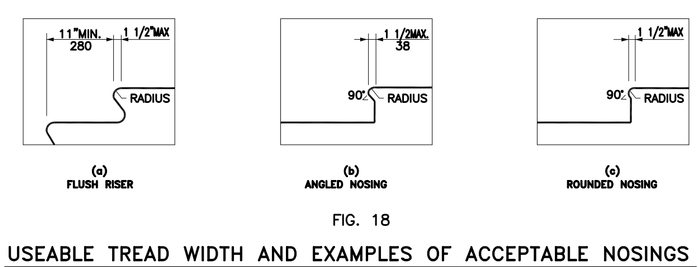

FIG. 18
4.9.2 TREADS & RISERS. ON ANY GIVEN FLIGHT OF STAIRS, ALL STEPS SHALL HAVE UNIFORM RISER HEIGHTS AND UNIFORM TREAD WIDTHS. STAIR TREADS SHALL BE NO LESS THAN 11" (280mm) WIDE, MEASURED FROM RISER TO RISER (SEE FIG. 18(a)). OPEN RISERS ARE NOT PERMITTED ON ACCESSIBLE ROUTES.
4.9.3 NOSINGS. THE UNDERSIDES OF NOSINGS SHALL NOT BE ABRUPT. THE RADIUS OF CURVATURE AT THE LEADING EDGE OF THE TREAD SHALL BE NO GREATER THAN 1/2" (13mm). RISERS SHALL BE SLOPED OR THE UNDERSIDE OF THE NOSING SHALL HAVE AN ANGLE NOT LESS THAN 60 DEGREES FROM THE HORIZONTAL. NOSINGS SHALL PROJECT NO MORE THAN 1-1/2 " (38mm) (SEE FIG. 18).